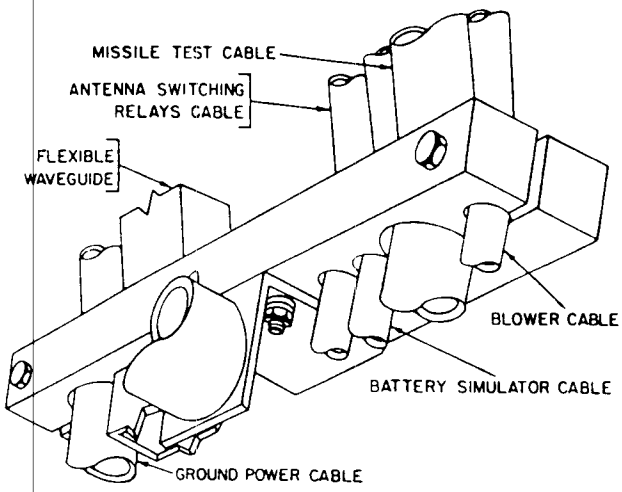

*Figure 239. Location of cables in clamp.*
**2, 3,** and 8 connect the cables and flexible waveguide as shown in table L. The cables are located in the test equipment case. Figure 239 shows the location of the cables in the cable clamp. The red band on the cables indicates the proper place to fasten the cables in the clamp.